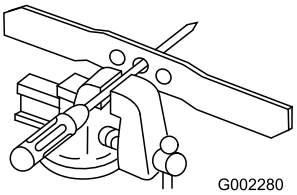

**Figura 34**
1. Verificate il bilanciamento della lama collocando il foro centrale della lama su un chiodo o sul codolo di un cacciavite serrato orizzontalmente in una morsa (Figura 34).